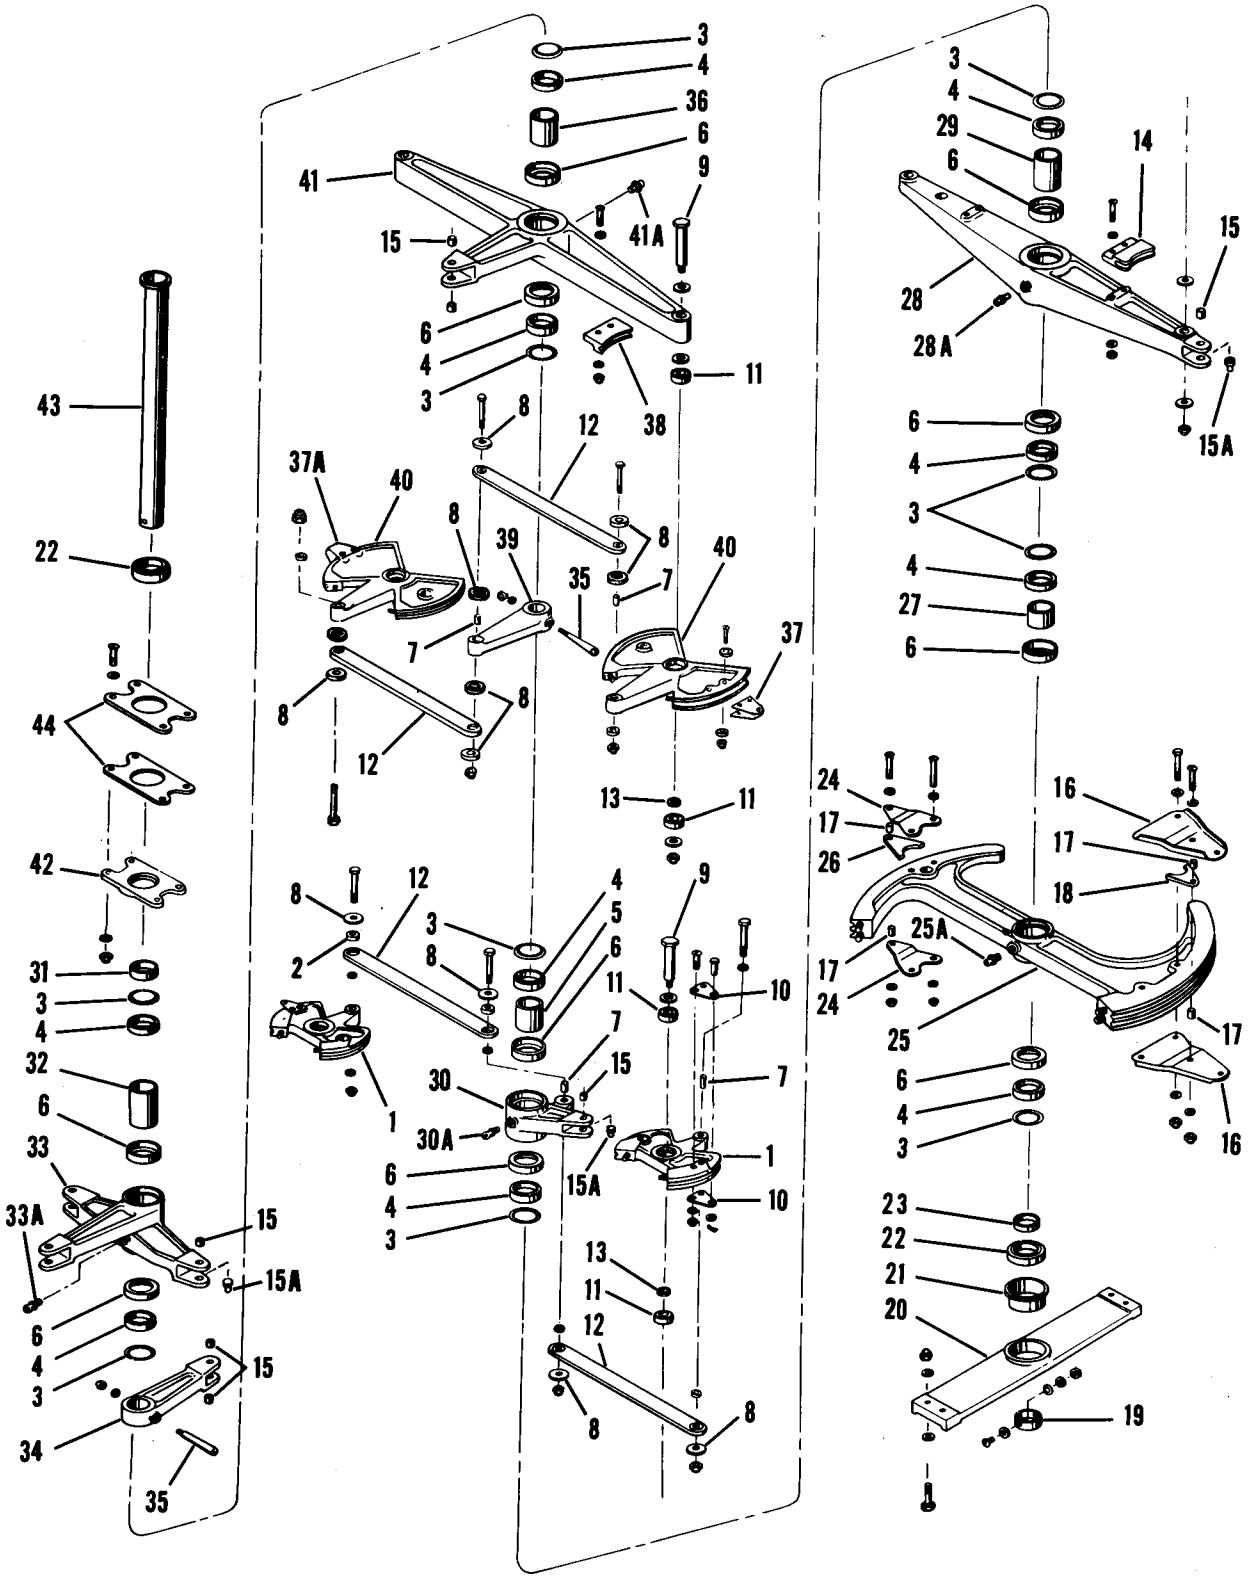

Figure 2-17. Lower Differential Flight Controls—YH-21, H-21A
2-95. For Longitudinal Control, the lowest quadrant (25, figure 2-17) on the differential assembly is operated by linkage from the longitudinal position of the cyclic sticks causing the quadrant to rotate about its central shaft. Four longitudinal cables which are attached to its outer ends transmit this motion to the upper flight controls and tilt both swash plates fore or aft.
NOMENCLATURE KEY FOR FIGURE 2-17
c. Disconnect the rod assembly (12) from the lateral and directional bellcrank to the directional differential bellcrank.
d. Disconnect the four cables (8) attached to the two lateral quadrants.
e. Disconnect the rod assembly (6) from the lateral actuator to the lateral walking beam assembly.
f. Disconnect the rod assembly (7) from collective pitch idler bellcrank to the collective pitch walking beam.
g. Disconnect the four cables attached to the two collective pitch quadrants (9).
h. Disconnect the rod assembly (3) from the trim actuator to the trim bellcrank.
i. Disconnect the four cables (11) attached to the longitudinal quadrant assembly.
m. Disconnect the directional servo cables from the differential directional quadrant (46, figure 2-17). Disconnect the lateral servo cables from the walking beam assembly (45, figure 2-17).
2-101. DISASSEMBLY. (See figure 2-17.) Disassemble the lower differential flight controls as follows:
j. Slide the directional bellcrank (33, figure 2-17), and bearings (4), retainers (3), and spacer (32) from the shaft.
k. Slide spacer (31), housing (42) and bearing (22) from the shaft.
2-102. ASSEMBLY. (See figure 2-17.) Replace all worn or defective bearings. Assemble all bushings, bearings, and inserts of dissimilar metals with a wet coat of zinc chromate primer. Place a fillet of zinc chromate at all boundaries where bearings, bushings, and inserts are in contact with magnesium. Assemble as follows:
k. Attach lateral quadrants (10) to the lower side of the walking beam (11) using shoulder bolts (8). Attach links (5) to the quadrants and the lower arm of the directional control quadrant (12).
l. Assemble the collective pitch assembly using shoulder bolt (9, figure 2-17) to attach quadrants (1) to the walking beam (28). Attach links (12) to trim lever (30) and quadrants (1).
m. Place a bearing (4), retainer (3), and bushing or spacer (6) on each side of the trim lever (30) with spacer (5) between bearings.
n. Place a bearing (4), retainer (3), and bushing or spacer (6) in each end of walking beam (28) with spacer (29) between bearings.
o. Slide trim lever (30) and walking beam (28) on shaft (43).
p. Place a bearing (4), retainer (3), and bushing or spacer (6) in each end of longitudinal quadrant (25), with spacer (27) between, and slide on shaft.
q. Slide spacer (23) on shaft (43).
r. Place bearing (22) in bushing (21) which is pressed into support (20) and slide on shaft (43).
s. Place spacer (19) on shaft (43) and secure with two bolts.